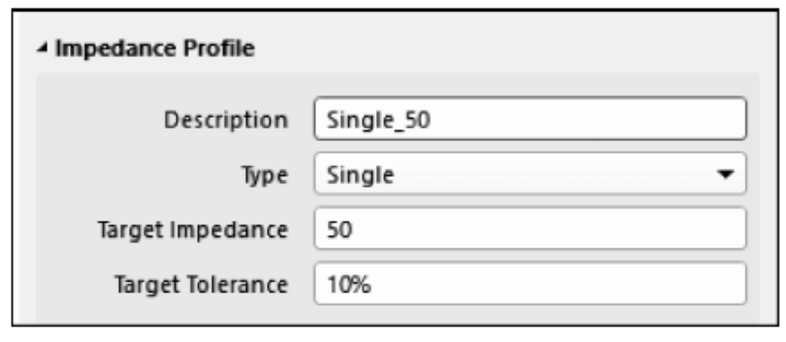

图 3-31　设置相关参数
② 根据要求在 Impedance Profile 选项组设置相关参数,如图 3-31 所示。